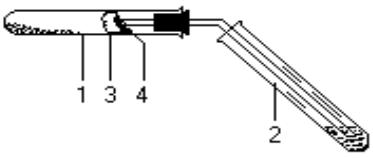

Рис.1. Прибор для определения углерода и водорода.
В сухую пробирку с газоотводной трубкой помещают 0,2 – 0,3 г сахарозы и 1-2 г порошка оксида меди (II). Содержимое пробирки тщательно перемешивают, сверху смесь засыпают слоем оксида меди (II) – примерно 1 г. В верхнюю часть пробирки (под пробку) помещают маленький комочек ваты, на которую насыпают немного безводного сульфата меди (II). Пробирку закрывают пробкой и закрепляют ее в лапке штатива с небольшим наклоном. Свободный конец газоотводной трубки опускают в пробирку с известковой (или баритовой) водой так, чтобы трубка почти касалась поверхности жидкости (Рис.1.). Сначала прогревают всю пробирку, затем сильно нагревают ту часть, где находится реакционная смесь. Изменяется ли цвет реакционной смеси? Почему?